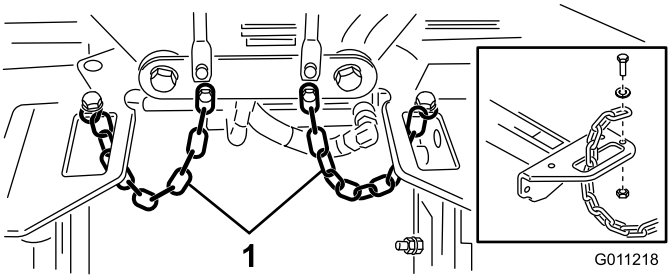

Figur 22
4. Dra en tippkedja upp genom skåran i änden på varje bärram. Fäst tippkedjan på bärramens ovansida med en bult, bricka och låsmutter (Figur 22).